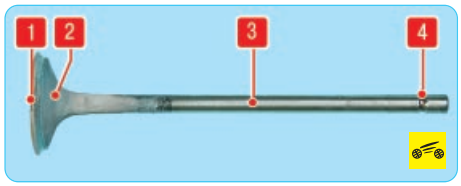

Рис. 5.7. Клапан: 1 – фаска; 2 – тарелка; 3 – стержень; 4 – проточка
33. Удалите нагар с клапанов и осмотрите их. Деформация стержня 3 (рис. 5.7) клапана и трещины на его тарелке 2 не допускаются. При наличии повреждений замените клапан. Проверьте, не слишком ли изношена и не повреждена ли рабочая фаска 1. Допускается шлифовка рабочей фаски клапанов (в ремонтных мастерских, располагающих соответствующим оборудованием). После шлифовки толщина цилиндрической части тарелки должна быть не менее 0,5 мм и не более 1,01 мм.